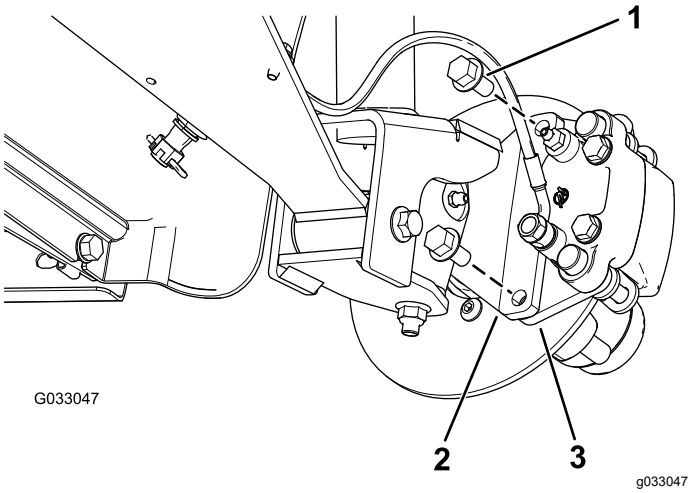
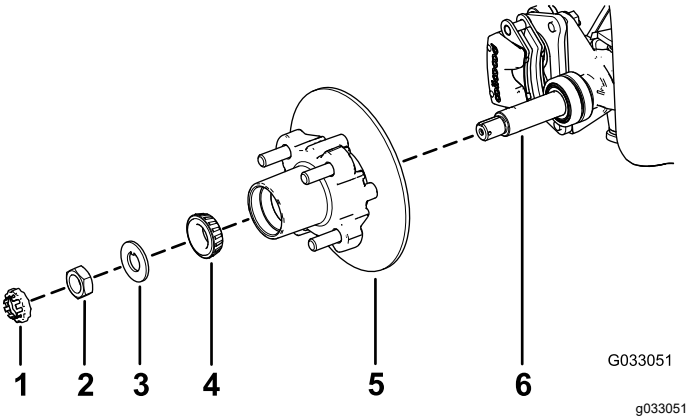

**Figur 30**
**Figur 34**
3. Ta bort de flänsskruvar (⅜ x ¾ tum) som håller fast fästet för bromsenheten vid spindeln, och separera bromsen från spindeln (Figur 30).
1. Stryk på ett tunt lager av det angivna fettet på spindeln (Figur 34).
2. Montera navet och rotorn på spindeln med rotorn inåt (Figur 34).
3. Montera det yttre lagret på spindeln och placera lagret på den yttre banan (Figur 34).
4. Montera säkringsbrickan på spindeln (Figur 34).
5. Gänga på spindelmuttern på spindeln och dra åt muttern till 15 Nm samtidigt som du roterar navet för att ställa in lagren (Figur 34).
2. Rikta in bromsklossarna på vardera sidan om rotorn (Figur 30) och hålen i bromsokets fäste med hålen i bromsfästet på spindelramen (Figur 34).
3. Fäst bromsokets fäste på spindelramen (Figur 30) med de två flänsskruvarna (⅜ x ¾ tum).